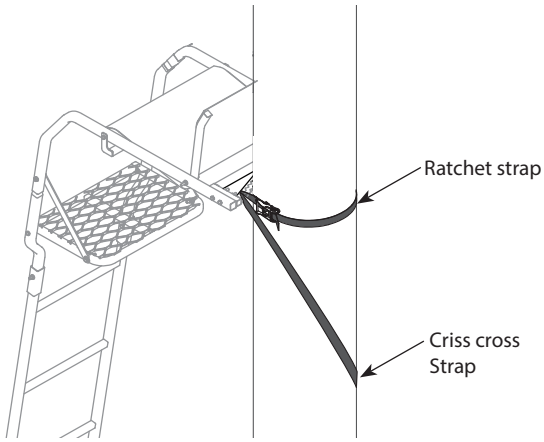

FIGURE 13
8. If necessary, re-check and adjust the 6' ratchet straps (14), 16' criss cross straps (16) and horizontal stabilizer bar assembly to securely attach the treestand to the tree. The tree blades must be touching the tree. **SEE FIGURE 13.**